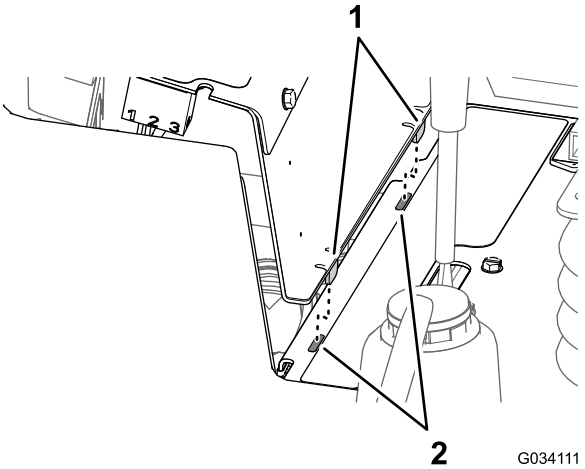

Figuur 58
2. Lijn de 2 nokken aan de onderkant van het zijpaneel uit met de 2 sleuven in het frame voor het bedieningspaneel (Figuur 58).